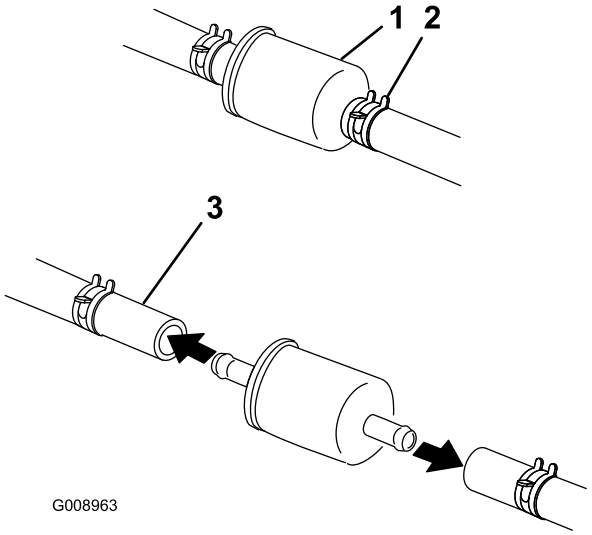

Figuur 45
3. Laat de motor afkoelen (Figuur 45).
4. Druk de uiteinden van de slangklemmen naar elkaar toe en schuif ze weg van het filter Figuur 45).
6. Monteer een nieuw filter en schuif de slangklemmen terug tot dicht bij het filter (Figuur 45).